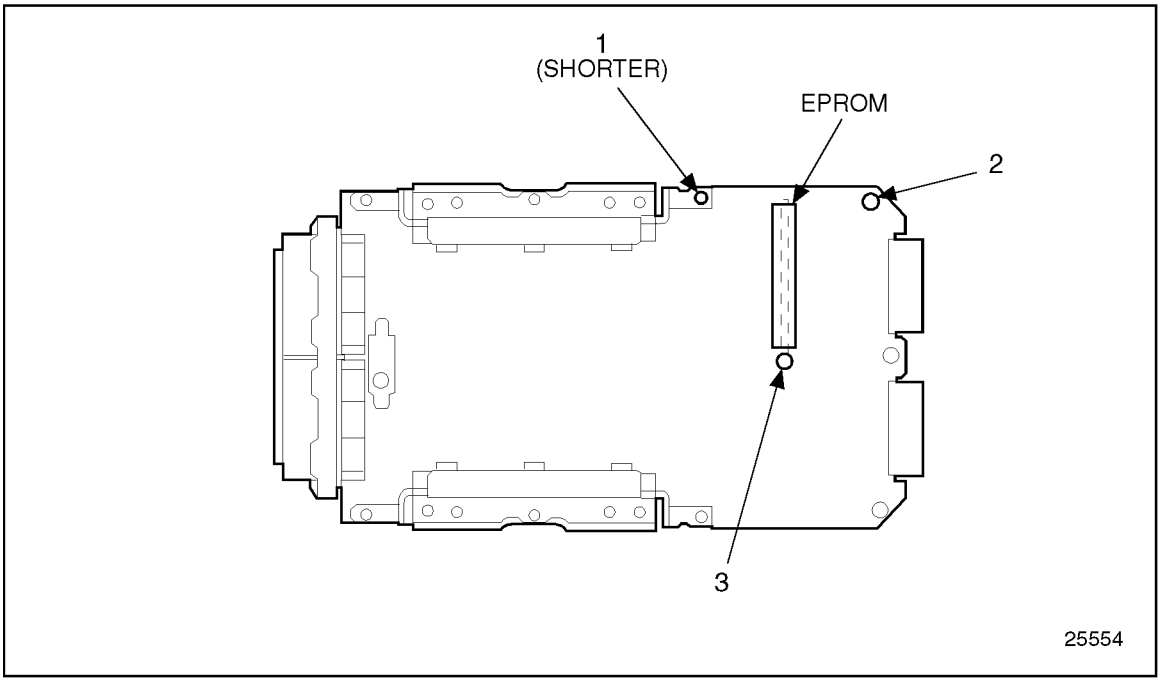

Figure 2-105 EPROM and Spacer Locations
3. See Figure 2-105 and place the shorter spacer with two bands over the hole at location 1. Place the longer spacers over the holes at locations 2 and 3. Lay the stabilizer plate over the EPROM so that the bolt holes line up with the spacers and the holes in the circuit board. Fasten the stabilizer plate to the case with three #8-32 x 1 3/4 in. screws. Torque screws to 3.0-3.7 N·m (26.6-32.7 lb·in.).